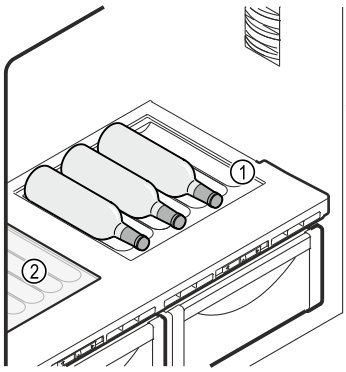

Fig. 104 Eksempelfremstilling
- ▶ Glassplaten *Fig. 104 (2)* legges inn under den variable flaskehyllen.